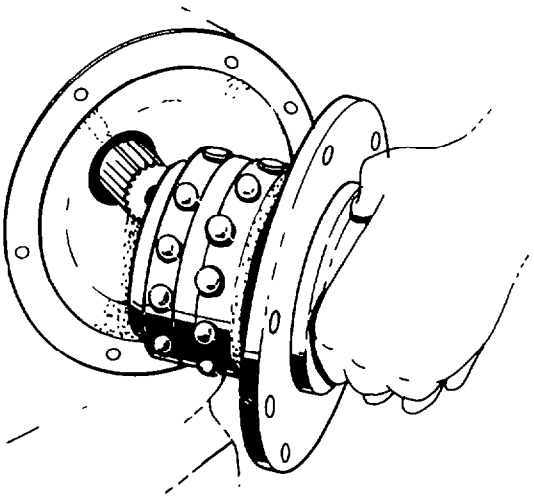

Fig. 270 — Removing Power Divider Cage
i. Remove the sliding clutch from the power divider cage, then remove the power divider cage from the outer cam (see fig. 270).